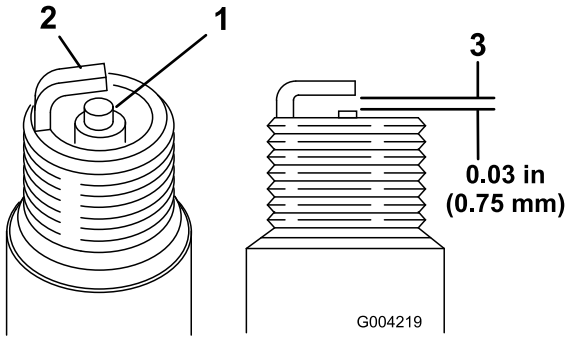

Figure 19
1. Examinez le centre de la bougie (Figure 19). Si le bec isolant est recouvert d'un léger dépôt gris ou brun, le moteur fonctionne correctement. S'il est recouvert d'un dépôt noir, cela signifie généralement que le filtre à air est encrassé.
2. Contrôlez l'écartement entre l'électrode centrale et l'électrode latérale (Figure 19). Courbez l'électrode latérale (Figure 19) si l'écartement est incorrect.